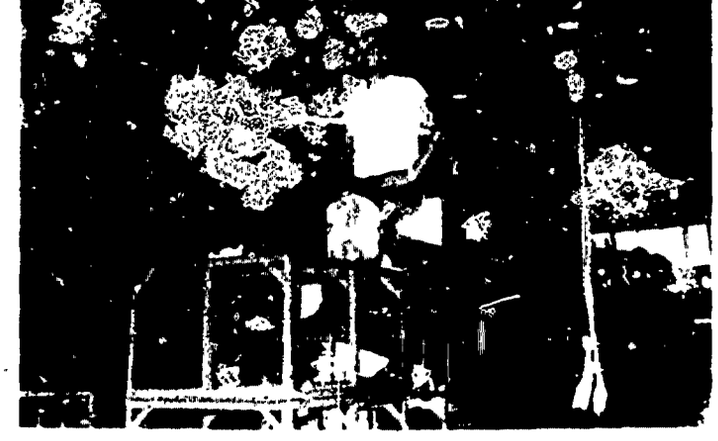

Figure 1
Step 1. (Figure 1) Place a work stand at the left aft Tail Rotor Hub and Blade Assembly area of the helicopter to perform the required adjustment.